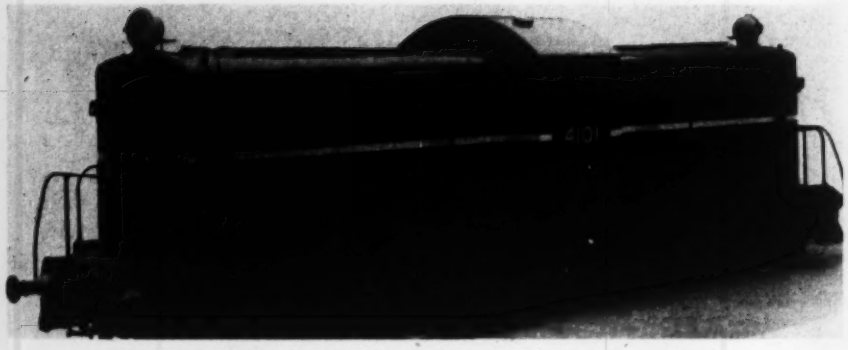

Fig. 20 English-built unit with high-speed nonsupercharged engines
Fig. 20 and item 5, Table 2, describe a double-engined